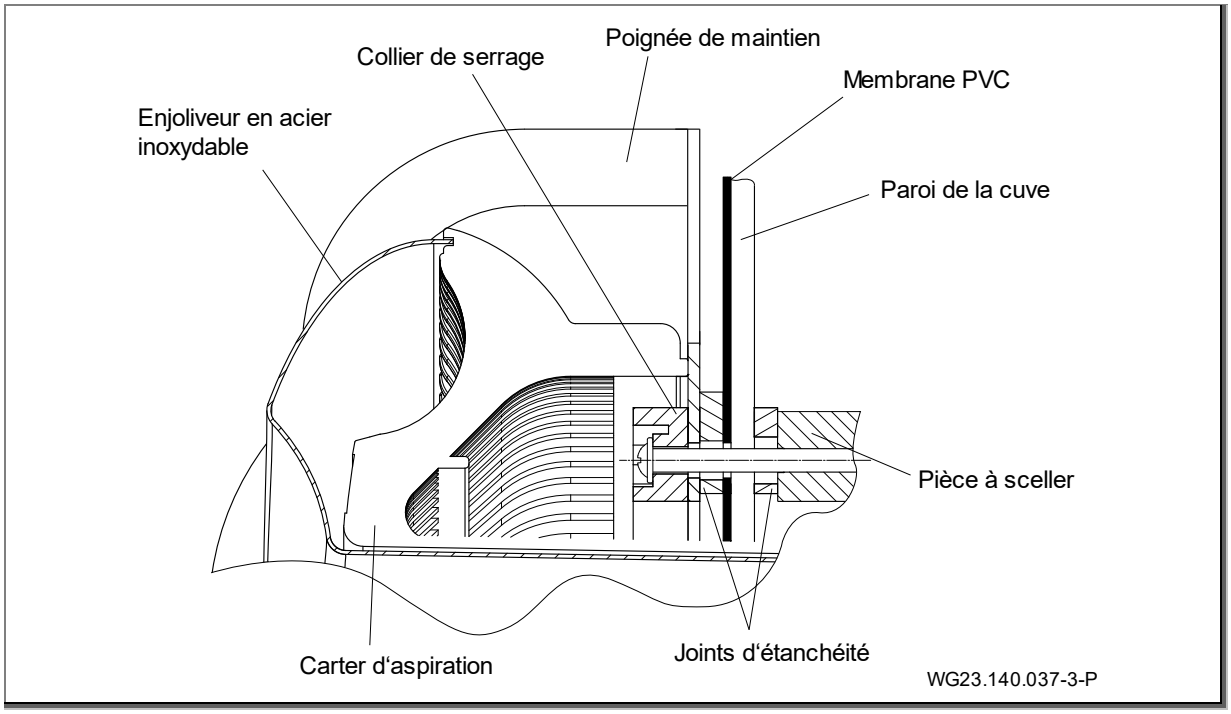

Fig. 11
9. Placer le carter d'aspiration (93) sur le collier de serrage (28) et le fixer avec quatre rondelles (94) et quatre vis auto taraudeuses (95) (Fig. 11). (Fig. 19)